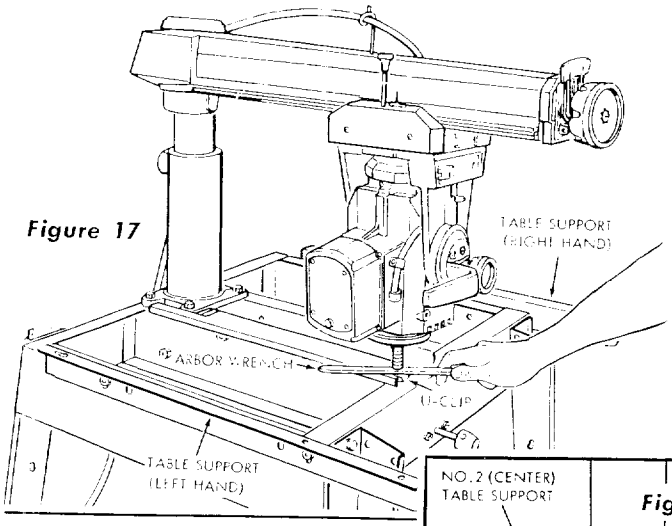
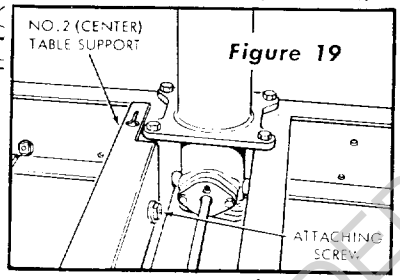

Figure 17
Figure 19
d. The forward end of the No. 2 (center) table support is anchored to the saw base with a slot and, consequently is not adjustable. For this reason, this location is the starting point for adjusting all of the table supports. (See figure 17.)
e. Move the carriage and swing the radial arm until the end of motor shaft is positioned directly over the U-clip, located on the outer end of table support No. 2. Place the arbor wrench on the U-clip, then, with the elevation crank, lower the carriage until the end of the shaft just touches the arbor wrench. (See figure 17.)
f. Carefully adjust the motor up or down with the elevation crank until the arbor wrench (being used as a "Feeler") slides back and forth with only slight resistance. (See figure 17.)
h. Recheck the front position (figure 17), since a change at the rear could slightly affect the front setting. Check back and forth until both front and rear positions are exactly the same height. Tighten the attaching screw and nut (figure 19).